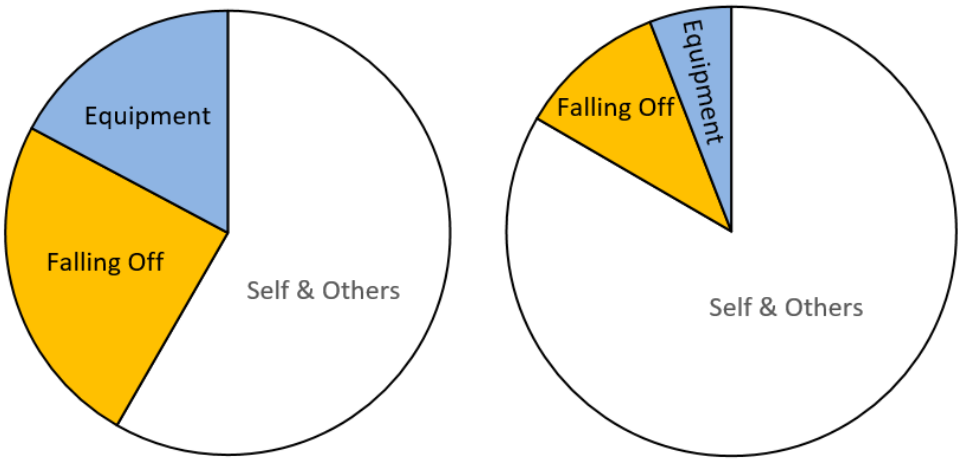

Figure 42: Research results showing the proportion of injuries attributable to the trampolines themselves (Ref 8)
- The results are summarised in the right hand side of Figure 42.